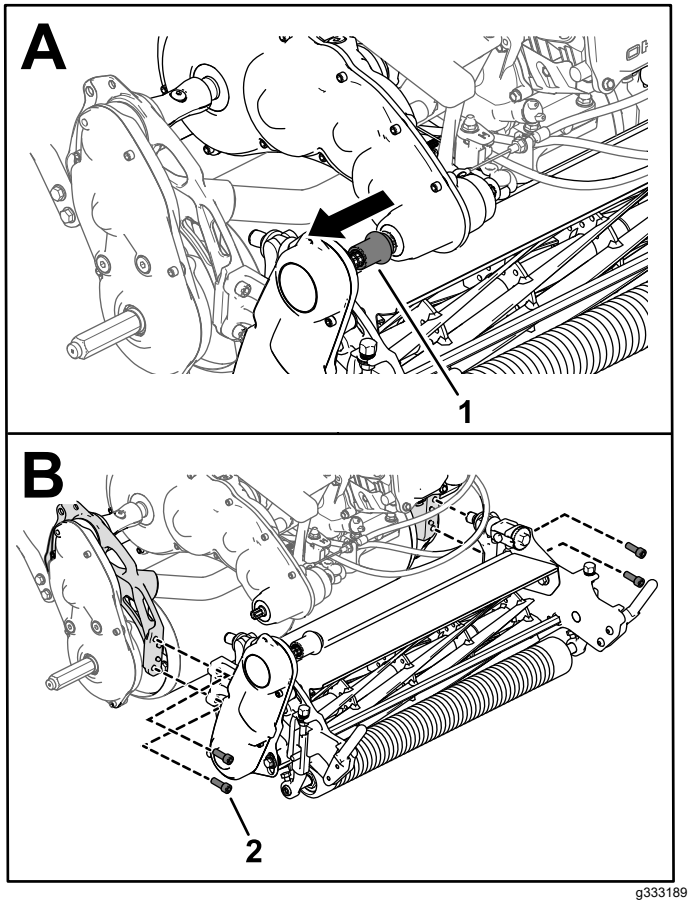

Figuur 50
3. Maak de koppeling van de maaiaandrijving los van de aandrijfas van de transmissie (Figuur 50).
4. Verwijder de inbusschroeven waarmee de maai-eenheid aan het frame is bevestigd (Figuur 50).